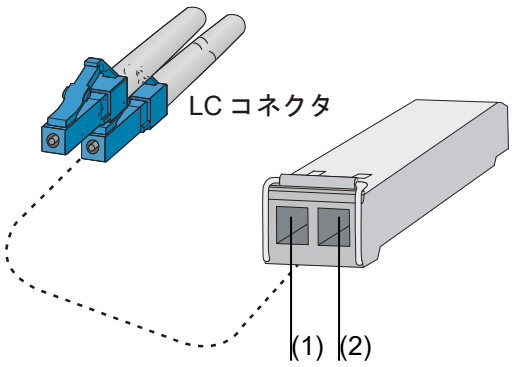

図 3-28 SFP/SFP+/QSFP+トランシーバモジュール
3) 図 3-28に示すように、ラッチが固定されたことを示すクリック音があるまで、コネクタに光ファイバケーブルを挿入してください。